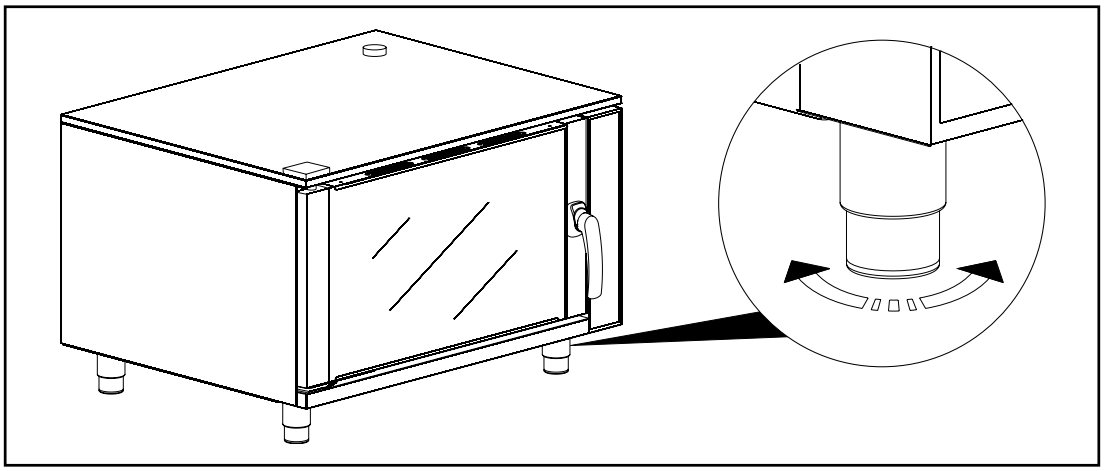

Abb. 4
c) Während der Installation auf der Werkbank, den Ofen flach legen und dabei auf die einstellbaren Füße einwirken (siehe Abbildung 4).